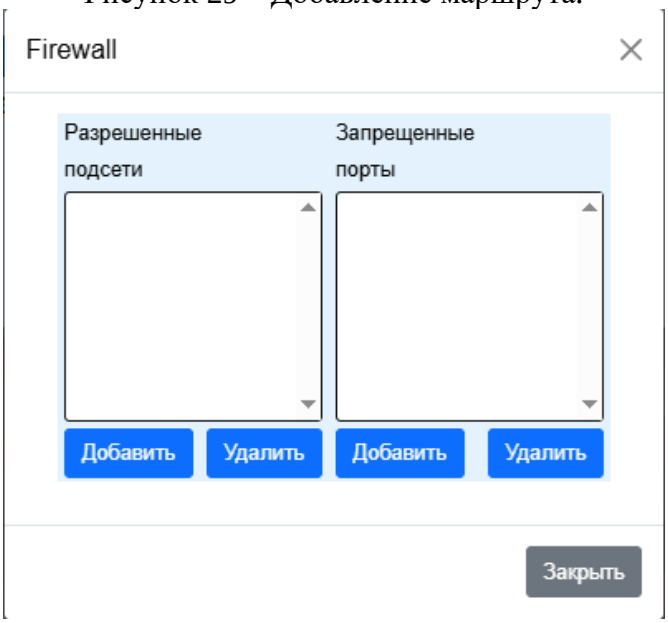
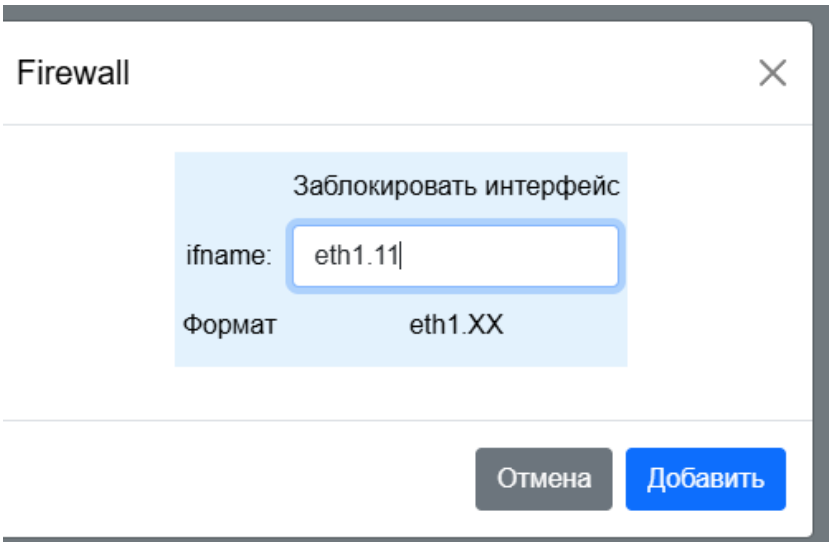

Рисунок 30 – Окно Firewall.
Рисунок 31 – Формат блокировки сетевого интерфейса.
Кнопка **«Firewall»** позволяет добавить список доверенных сетей или конкретных IP адресов (рисунок 30), а также позволяет заблокировать сетевые порты (рисунок 31). Когда данное поле пустое, доступ к веб-интерфейсу СТВ не ограничен.
- Формат eth1.XX (максимальное значение XXXX, где X- числовой формат) (рисунок 31).